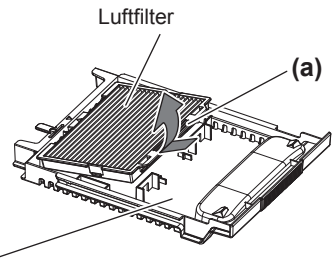

Abb. 3
3) Entfernen Sie den Luftfilter aus dem Luftfiltergehäuse. (Abb. 3)